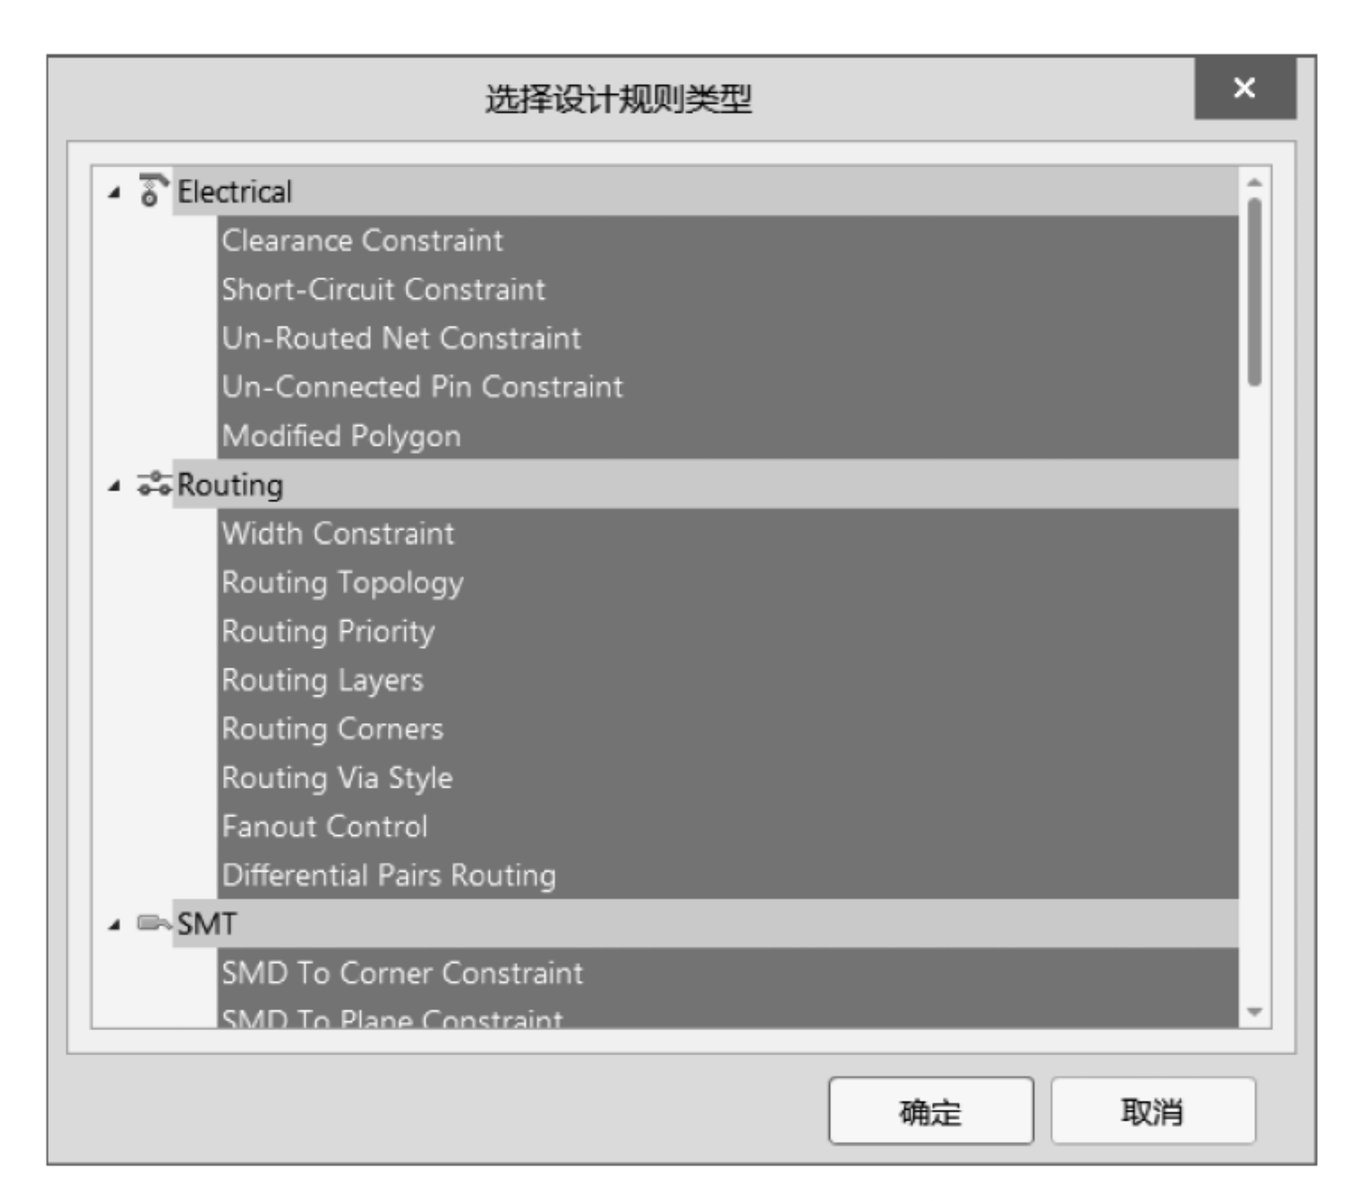

图 2-55　选择需要导出的规则项
(2) 在弹出的“选择设计规则类型”对话框中选择需要导出的规则项,一般选择全部导出,按快捷键 Ctrl+A 全选,如图 2-55 所示。